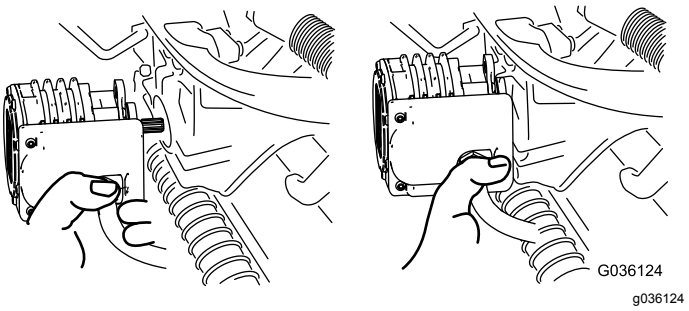

Rysunek 55
4. Umieść silnik w magazynku znajdującym się z przodu ramienia podwieszonego (Rysunek 55).